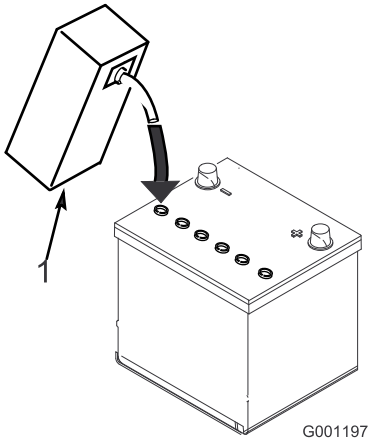

**Figur 5**
3. Fyll hver celle forsiktig med elektrolytt til platene er dekket med ca. 6 mm væske (Figur 5).
4. La elektrolytten trekke inn i platene i ca. 20–30 minutter. Etterfyll etter behov for å holde elektrolyttnivået på ca. 6 mm fra bunnen av påfyllingsbrønnen (Figur 5).